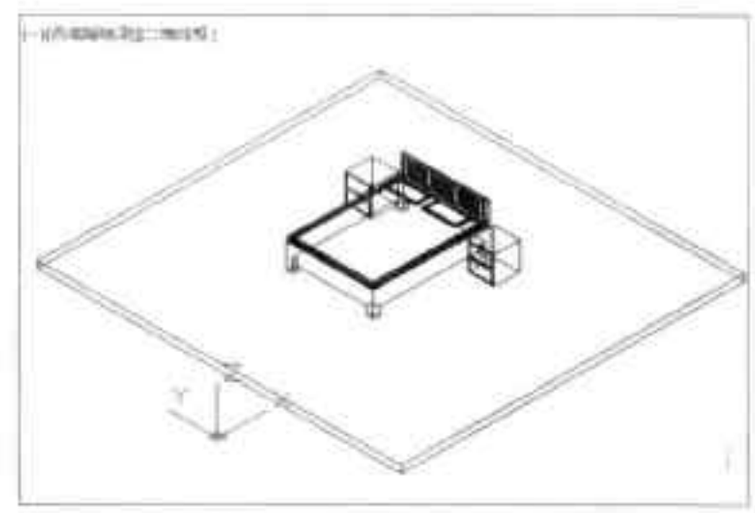

图14-79 绘制地面模型
Step26 执行“长方体”命令，绘制地面，并将其放置在图形的合适位置，如图 14-79 所示。